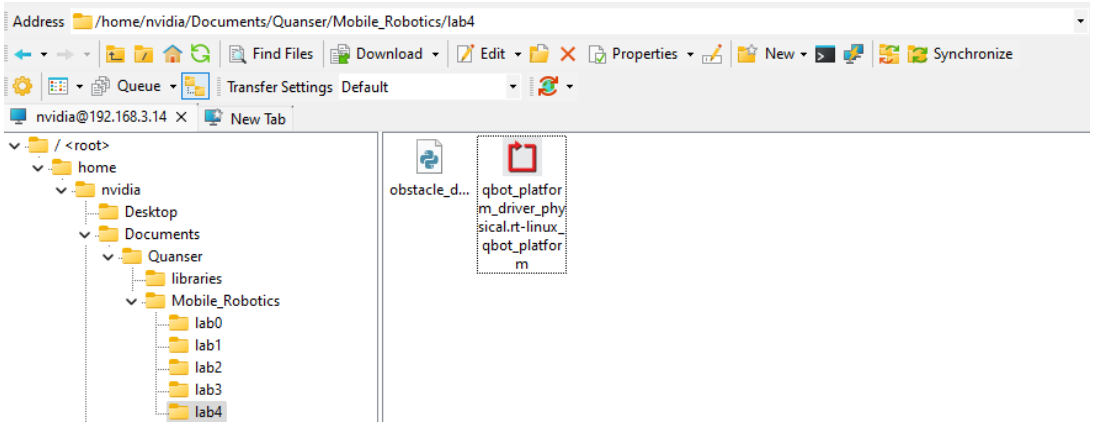

Figure 3. Correct directory for python script
a. navigate to "*~\Documents\Quanser\Mobile_Robotics*" and create a new folder "*Lab4*", as shown in Figure 3. Then copy the updated obstacle_detection.py to "*Lab4*". In addition, copy the qbot_platform_driver_physical.rt-linux_qbot_platform over. (You can just drag the files over).